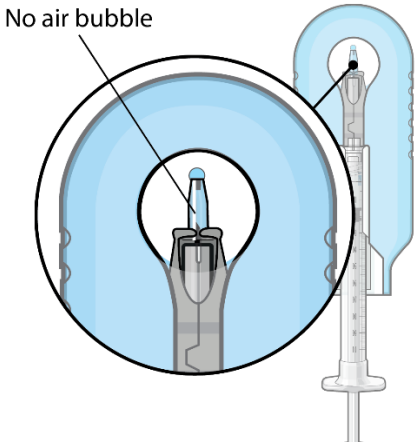

Figure 24
- Inspect the implant under the microscope to ensure that the implant is completely full of drug solution (Figure 24).